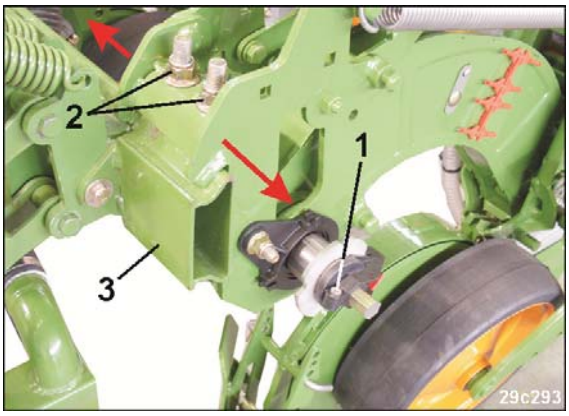

Fig. 79
1. Schrauben (Fig. 79/1) und Muttern (Fig. 79/2) lösen.
3. Die Säaggregate auf den gewünschten Reihenabstand einstellen durch Verschieben der Säaggregate auf der Klemmschiene (Fig. 79/3).
Die Muttern (Fig. 79/2) nach zwei Betriebsstunden auf festen Sitz überprüfen.